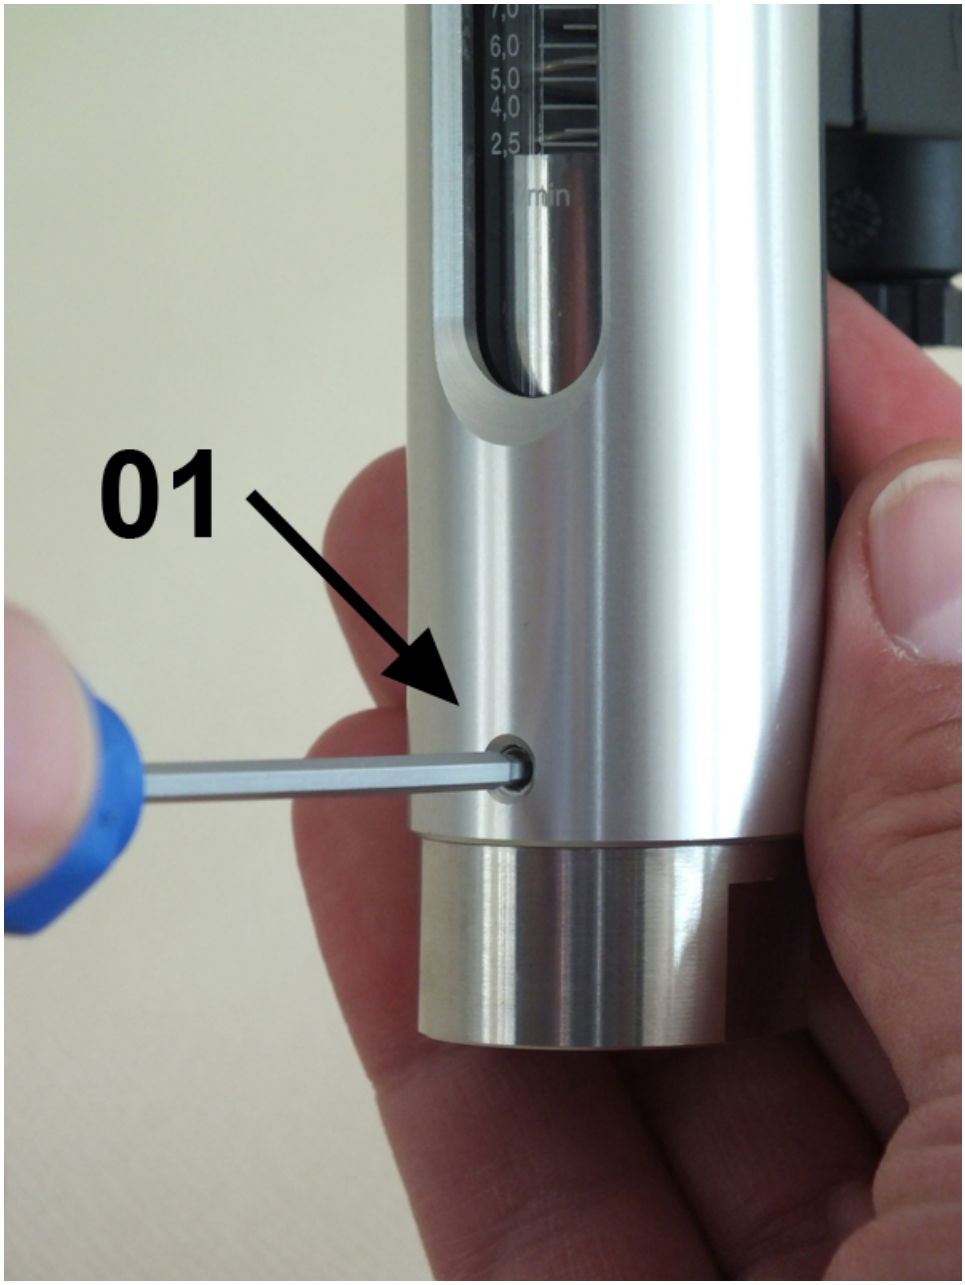

Abb. 37: Schrauben lösen
3. Gerät mit einer Hand gegen Herausrutschen des Schauglases sichern, mit der anderen die unteren 3 Innensechskantschrauben (*Abb. 37*/01) lösen